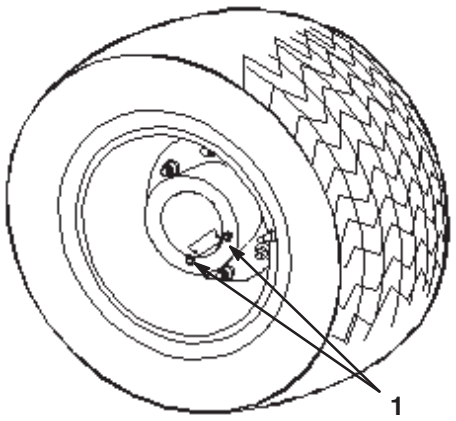

Figur 44
1. Parker sprøjten på en plan flade med baghjulene placeret, således at de kan aftappes som vist i figur 44.